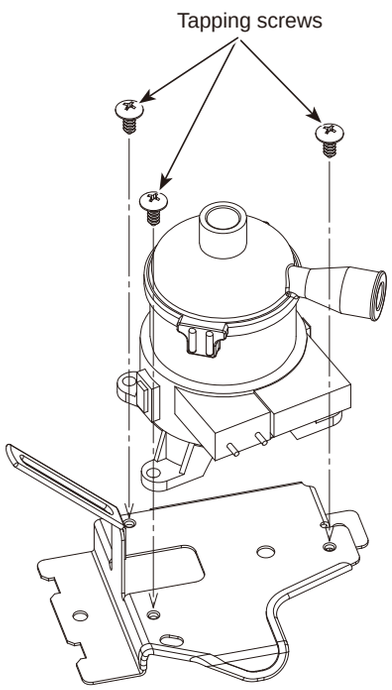

Figure 5
(1) Remove the drain pan. (Refer to procedure 10)
(2) Cut the hose band and remove the hose.
(3) Loosen the clamp of the drain pump.
(4) Remove the drain pump (tapping screw 4×10: 2 screws/2 hooks).
(5) Cut the drain pump base and lead wire fixing band. (See Figure 5)
(6) Remove the lead wire of the drain pump from the clamp of the drain pump base. (See Figure 5)